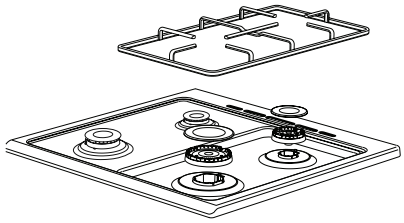

Figure 1
**1.** Lift the grate, burner cover and burner of the product so that the injector is visible (See figure 1).